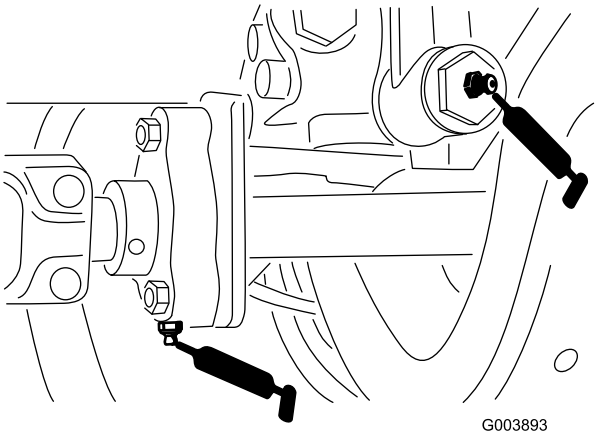

Figur 46
- Én nippel på trekkontrollens forbindelsesledd på drivverket (Figur 46)
- Én nippel på drivakselens støttelager (Figur 46)
- Tre nipler på bakakseldrivakselen (Figur 46)